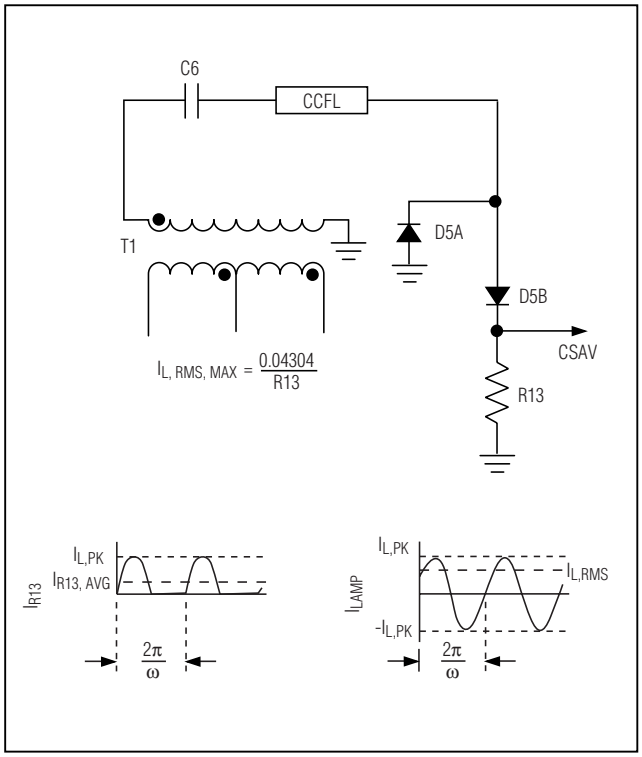

Figure 10. Current-Sense Waveforms
The MAX1739/MAX1839 regulate the average current through the CCFL. The current is sensed through the sense resistor (R13) at CSAV. The voltage at CSAV is the half-wave rectified representation of the current through the lamp (Figure 10). The MAX1739/MAX1839 regulate the average voltage at CSAV ($I_{R13,\ AVG} \times R13$) and are controlled by either the analog interface or the SMBus interface. To set the maximum lamp current, determine R13 as follows:
Communication starts with the master signaling the beginning of a transmission with a START condition, which is a high-to-low transition on CRF/SDA while CTL/SCL is high. When the master has finished communicating with the slave, the master issues a STOP condition (P), which is a low-to-high transition on CRF/SDA while CTL/SCL is high (Figures 10, 11). The bus is then free for another transmission. Figures 12 and 13 show the timing diagram for signals on the 2-wire interface. The address byte, command byte, and data byte are transmitted between the START and STOP conditions. The CRF/SDA state is allowed to change only while CTL/SCL is low, except for the START and STOP conditions. Data is transmitted in 8-bit words and is sampled on the rising edge of CTL/SCL. Nine clock cycles are required to transfer each byte in or out of the MAX1739 since either the master or the slave acknowledges the receipt of the correct byte during the ninth clock. If the MAX1739 receives its correct slave address followed by $R\overline{W}$ = 0, it expects to receive 1 or 2 bytes of information (depending on the protocol). If the device detects a start or stop condition prior to clocking in the bytes of data, it considers this an error condition and disregards all of the data. If the transmission is completed correctly, the registers are updated immediately after a STOP (or RESTART) condition. If the MAX1739 receives its correct slave address followed by $R\overline{W}$ = 1, it expects to clock out the register data selected by the previous command byte.